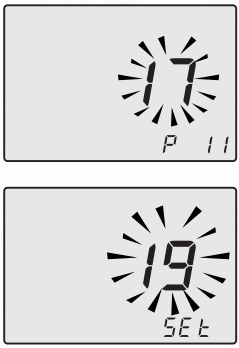

Fig. 7.30
- The writing **P11** - **SEt** alternates on the display (Fig. 7.30).